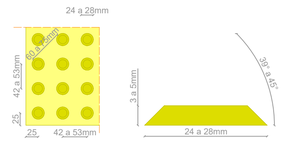

Figura 1 - Relevo do piso tátil de alerta
* O piso a ser adotado deverá obedecer todos os requisitos apresentados na Figura 1 além de possuir contraste de cor com o piso adjacente de LRV>30 pontos